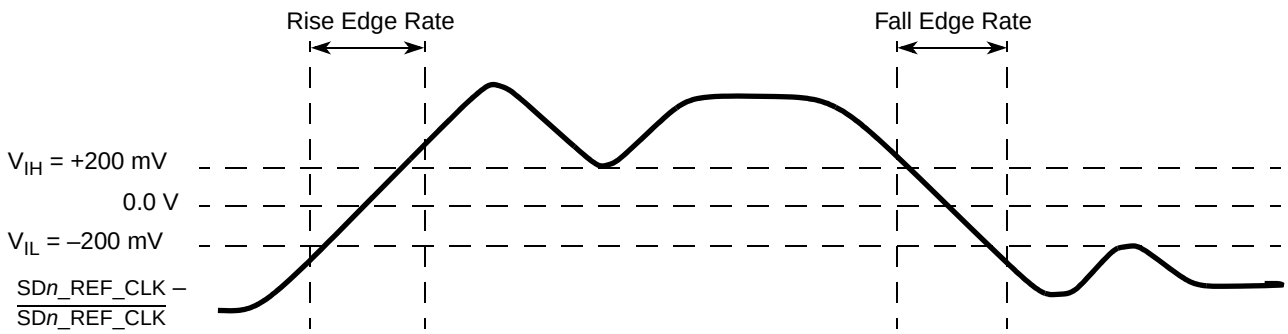

Figure 48. Differential measurement points for rise and fall time
3. Measured from –200 mV to +200 mV on the differential waveform (derived from SD*n*_REF_CLK minus $\overline{\text{SD}n\text{_REF_CLK}}$). The signal must be monotonic through the measurement region for rise and fall time. The 400 mV measurement window is centered on the differential zero crossing. See Figure 48.